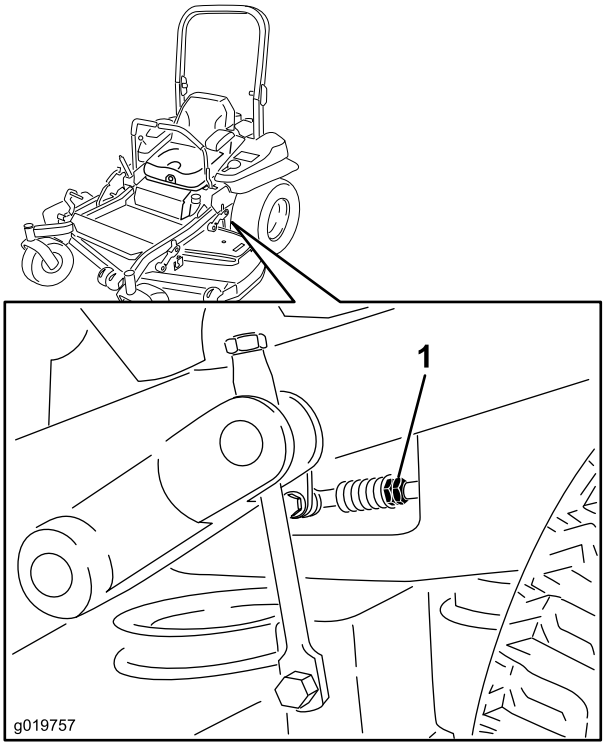

Figuur 79
7. Zet de rijhendels in de neutraalstand. Pas de lengte van de stang aan door de dubbele moeren op de stang in de juiste richting te draaien tot de wielen gaan kruipen in de achteruitstand (Figuur 79). Zet de rijhendels in de achteruitstand en oefen lichte druk uit op de hendel zodat de veren de hendels terugduwen in de neutraalstand. De wielen moeten ophouden met draaien of aan kruipen in de achteruitstand.